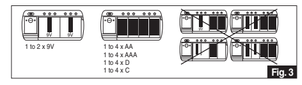

Fig. 3
2. Insérer 1 à 4 piles AA/AAA/C/D, ou insérer 1 à 2 piles 9V dans les canaux d'emplacement, selon les indications de polarités (+/-). Merci de suivre les indications des placements des piles (Fig.2). Ne pas mélanger différents formats ou capacités de piles en même temps durant la charge (Fig.3).